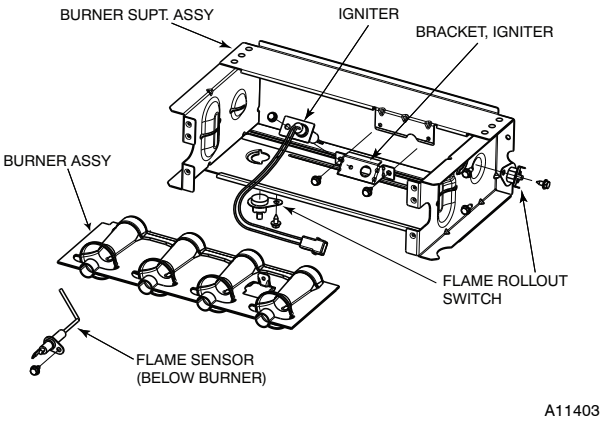

**Fig. 3 - Burner Assembly**
6. Remove the flame sensor from the burner assembly. See Fig. 3.